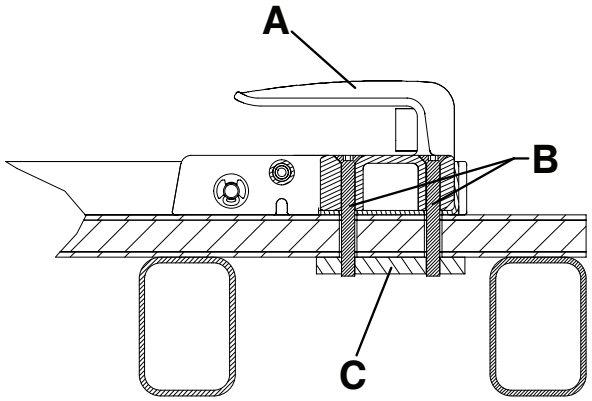
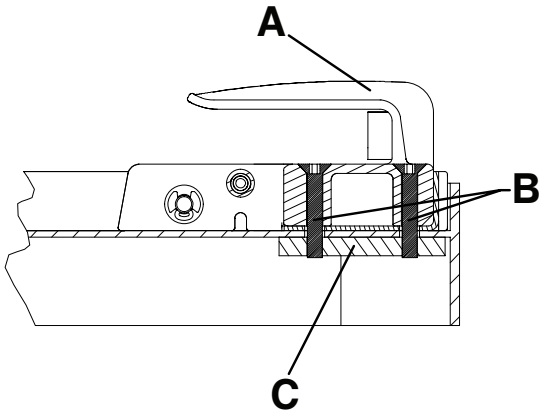

Рисунок 9 – Головной конец для напольного монтажа — вид 4A
Рисунок 10 – Головной конец для крепления на погрузочной платформе — вид 4B
- Для дополнительной поддержки требуется стальная опорная пластина (C) или эквивалентные пластины (не входят в комплект поставки) (Рисунок 9 или Рисунок 10).